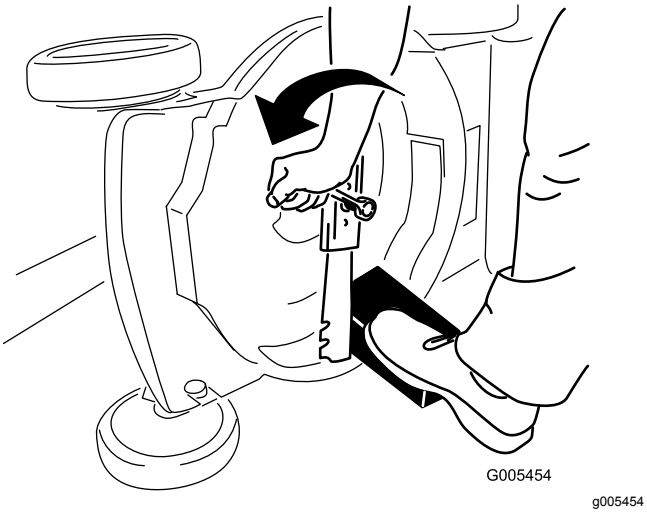

Figur 24
3. Brug en træklods til at holde kniven fast (Figur 24).
4. Afmonter kniven, men gem alle monteringsbolte og -møtrikker (Figur 24).